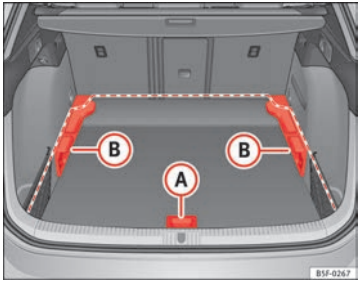
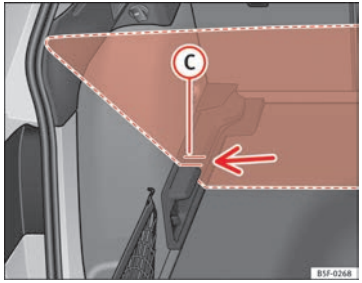

Fig. 110 Luggage compartment variable floor: positions
Fig. 111 Luggage compartment variable floor: tilted slots
- Lift up the floor using handle ⇒ Fig. 110 (A) and pull backwards on it until the front of the floor has passed the supports (B).
- Push the floor forwards over them until it engages with the rear seats and then lower the floor with handle (A).
- Lift up the floor using handle ⇒ Fig. 110 (A) and pull backwards on it until the front of the floor has fully passed supports (B).
- Match the front part with the slots in the bottom of the supports and slide the floor forwards until it engages with the rear seat backrests and then lower the floor with handle (A).
- Lift up the variable floor using handle ⇒ Fig. 110 (A) and pull backwards on it until the front of the floor has passed the tilted slots ⇒ Fig. 111 (C).
- Slide the floor through the slots with the help of handle (A) until it engages with the rear seat backrests and the floor is resting in the slots.